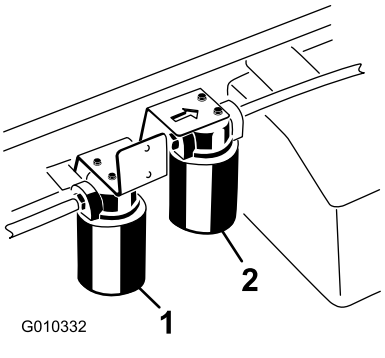

Figur 72
5. Ställ ett avtappningskärl under filtret och ta bort filtret (Figur 72).
4. Rengör runt området där högflödesfiltret monteras (Figur 72).